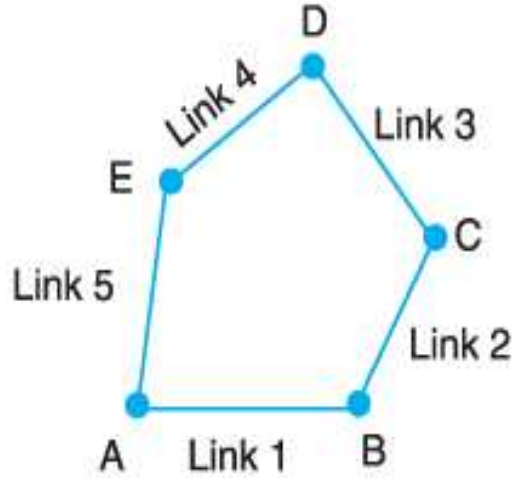

Fig. 5.8. Arrangement of five links.
3. Consider an arrangement of five links, as shown in Fig. 5.8. In this case,
Since the arrangement of five links, as shown in Fig. 5.8 does not satisfy the equations and left hand side is less than right hand side, therefore it is not a kinematic chain. Such a type of chain is called ***unconstrained chain*** *i.e.* the relative motion is not completely constrained. This type of chain is of little practical importance.